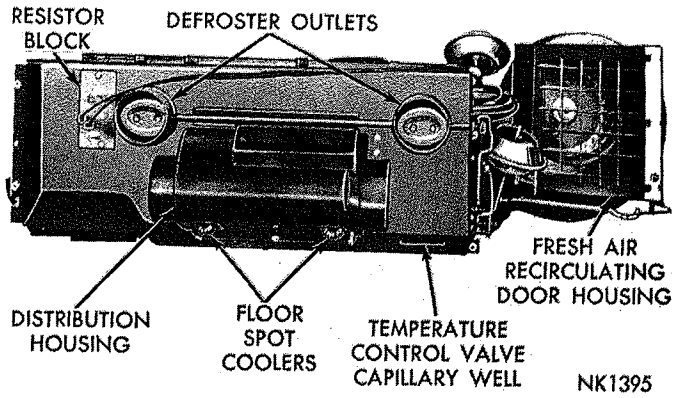
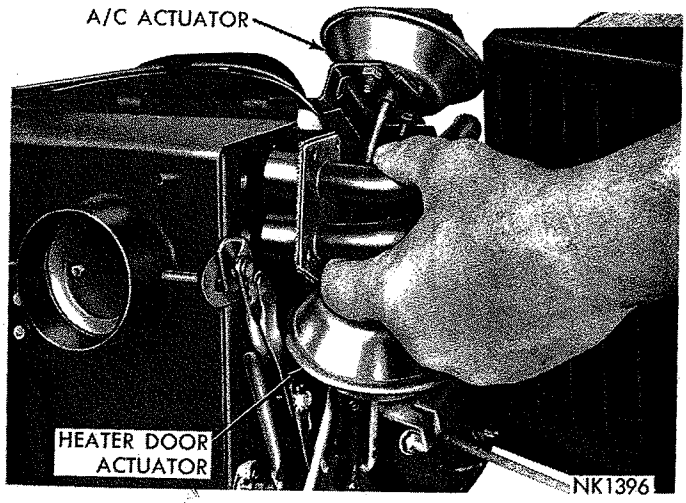

*Fig. 69—Heater and Evaporator Assembly—Front View*
*Fig. 71—Heater Core Water Tube Assembly—Removal or Installation*
**The heater core is located behind a separate cover attached to the evaporator case forward of the instrument panel (Figs. 69 and 70).**
(1) Disconnect cable at battery, drain cooling system, remove air cleaner, and disconnect heater hoses.
(2) Remove distribution housing (Fig. 69) glove box and heater core inlet-outlet tube assembly (Fig. 71).